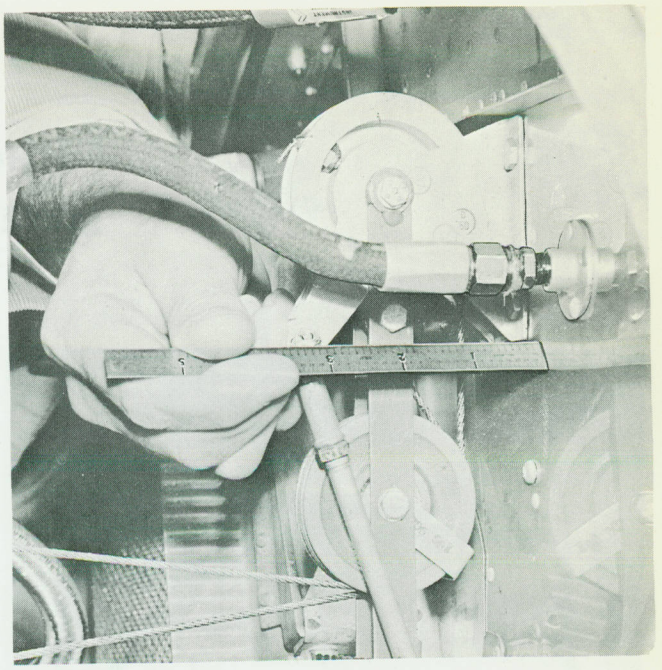

Figure 5-14 Propeller Govenor Control Setting
(1) Loosen cable retaining screw on the pulley.
(2) Hold the centre of the control rod end 3 1/4 inches plus or minus 1/16 inch from the firewall and tighten the cable retaining clamp on the drive pulley (the top pulley on the firewall bracket, Figure 5-14).
(3) Adjust the control so it will have 3 1/4 inches plus or minus 1/16 inch travel between the barrel and the rod end.